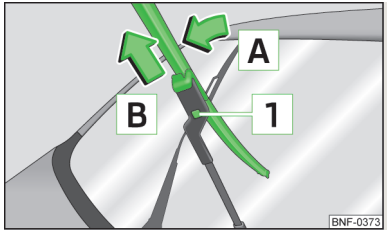

Fig. 32
- Raise the windscreen wiper arm from the rear window and slightly tilt the windscreen wiper blade towards the wiper arm, arrow A » Fig. 32 .